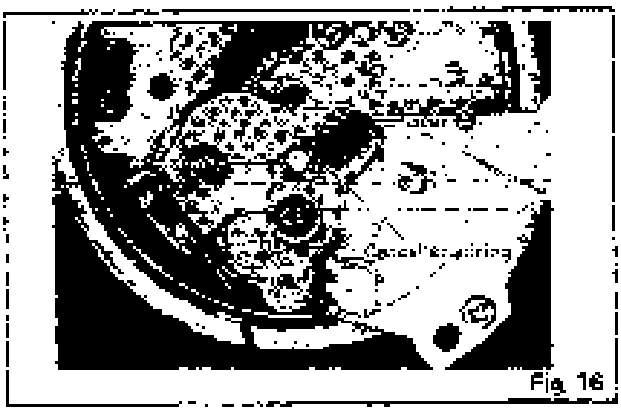

Fig. 16
If the arm body or PU base plate is replaced, be sure to set the canceller knob to "0.5" and make sure that the canceller spring is in contact with the arm shaft. (See Fig. 16) If the canceller spring is deflected, adjust it as follows:
3. Remove the PU base plate, adjust gear ❷ so that the canceller spring is in the position of Fig. 16.